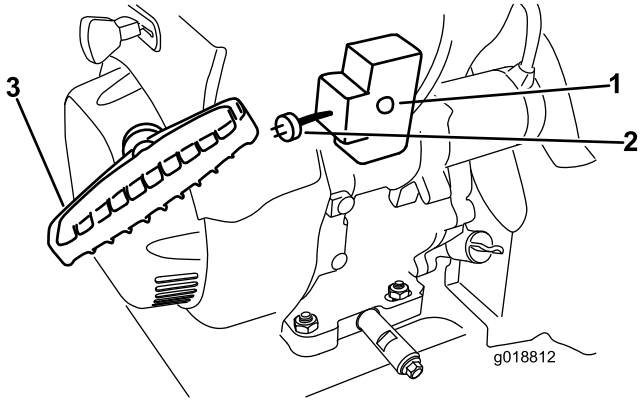

Rysunek 31
7. Uruchom maszynę, pociągając za rozrusznik linkowy lub naciskając przycisk rozrusznika elektrycznego (Rysunek 31).